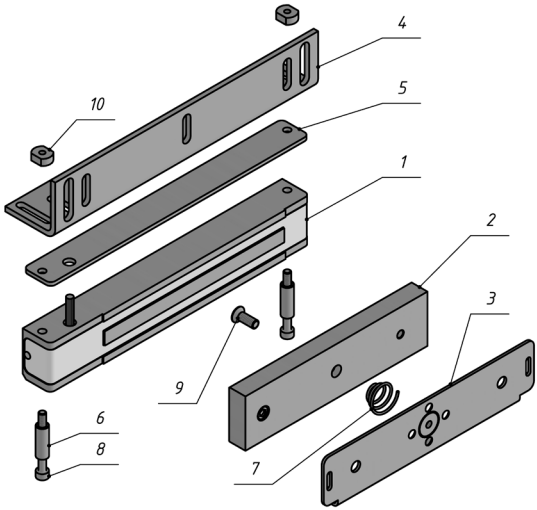

Рисунок 1 – Комплект поставки замка ALM-300FP
4.6 Винт крепления якоря (поз.9 рис.1) необходимо затянуть с усилием, достаточным для исключения его отворачивания в процессе эксплуатации. Рекомендуется ставить винт на стопорящий герметик типа «Анатерм» или на нитрокраску НЦ.